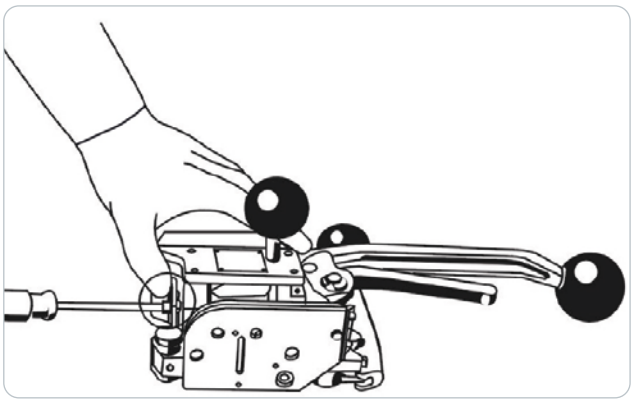

Figura 9: Ajuste da força de perfuração
1. Colocar o SU-M1219 de lado numa bancada de trabalho (ver figura 9).